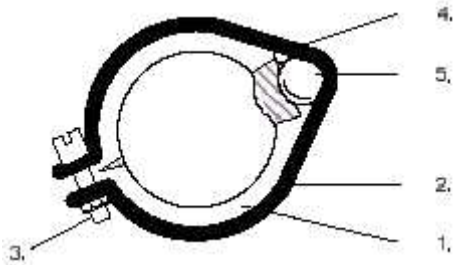

Рисунок 4-18. Баллон терморегулирующего вентиля и термопара
6. Баллон должен быть размещен ниже центра линии всасывания (Смотрите Рисунок 4-18). Эта область должна быть чиста, чтобы гарантировать надежный контакт. Стяните тепловой баллон и линию всасывания хомутом и изолируйте.